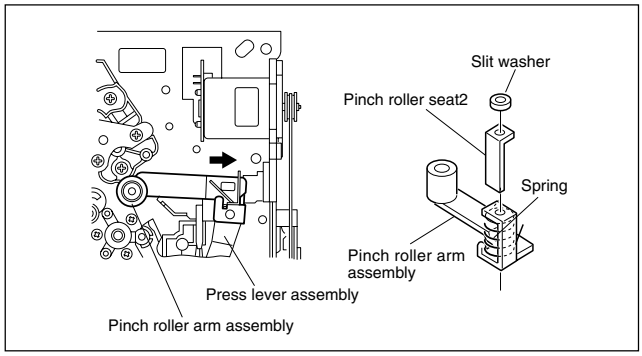

Fig. 2-2-4a
(1) Remove the spring from the hook of the press lever assembly.
(2) Remove the slit washer and remove the pinch roller seat 2. (See Fig.2-2-4a.)
(3) Remove the pinch roller arm assembly by pulling it up.